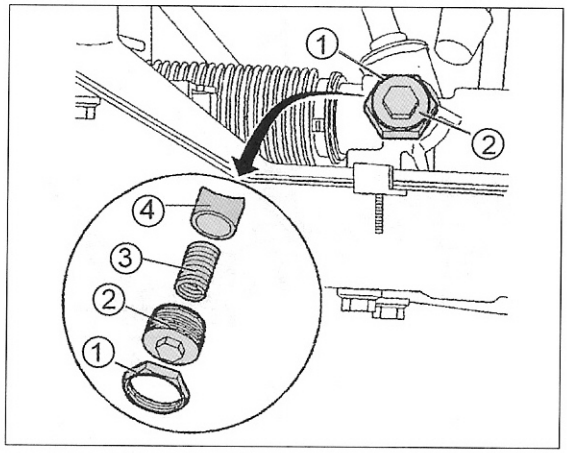
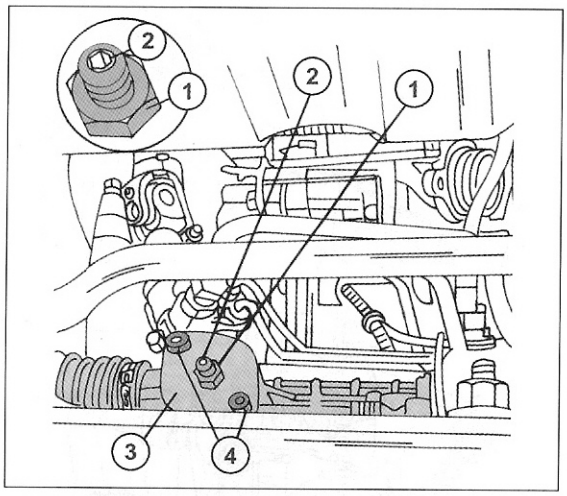

Bild 275a
Bild 275b
Die mechanische Lenkung. Gezeigt ist eine Ausführung vor März 1998, mit dem in Bild 275a gezeigten Lenkungsdämpfer.
Falls die Lenkung geräuschvoll ist, könnte es sein, dass die so genannte Flatterbremse, d. h. der Dämpfer der Zahnstange, nicht länger den vorgeschriebenen Druck auf die Zahnstange ausübt. Der bei den älteren Modellen eingebaute Zahnstangendämpfer ist in Bild 275a gezeigt. Bei später gebauten Fahrzeugen (ca. nach März 1998) sieht es anders aus. Ehe man sich entschließt eine neue Lenkung einzubauen, raten wir Ihnen, sich an eine Werkstatt zu wenden, da diese die Lenkung bis zu einem gewissen Ausmaß nachstellen kann. Dies wird auf jeden Fall bei einem Fahrzeug vor März 1998 der Fall sein, da zur Einstellung ein Spezialschlüssel gebraucht wird. Ist der Verschleiß bereits zu weit fortgeschritten, muss die Lenkung erneuert werden. Bei der neueren Ausführung ist anstelle der Kontermutter (1) und Einstellkappe (2) ein flacher Deckel angeschraubt. Bei dieser Ausführung kann man die Einstellung selbst durchführen, wenn man sich dies zutraut. Die Einstellung kann bei eingebauter Lenkung vorgenommen werden. Ein Reparatursatz ist zum Einstellen erhältlich. Bei der Einstellung unter Bezug auf Bild 275b folgendermaßen vorgehen. Etwas Farbe muss bei der Reparatur zur Verfügung stehen (siehe unten).
- Die beiden Schrauben (4) in Bild 275b herausdrehen und den Deckel (3) mit Ausgleichsscheiben abnehmen. Untergelegte Papierdichtung entfernen.